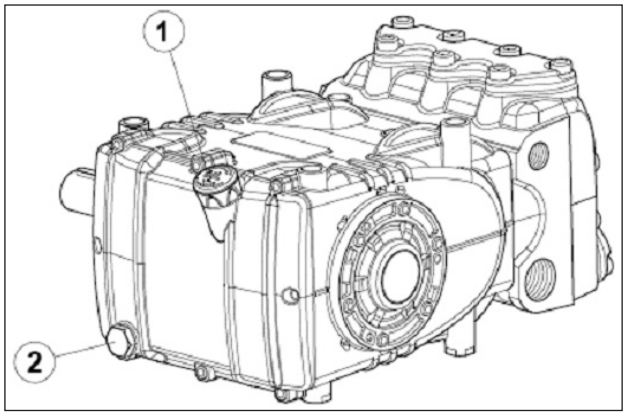

Abb. 3
Überprüfen Sie den Ölstand und füllen Sie bei Bedarf Öl über den Ölmessstab Pos. ①, Abb. 3 nach.
Die Ölstandskontrolle hat mit der Pumpe auf Umgebungstemperatur zu erfolgen, für den Ölwechsel soll die Pumpe dagegen auf Betriebstemperatur sein. Entfernen Sie dazu den Ölmessstab, Pos. ①, und anschließend den Verschluss, Pos. ②, Abb. 3.
Führen Sie einen Temperaturfühler in den Ölablassverschluss ein, Pos. ② Abb. 3.